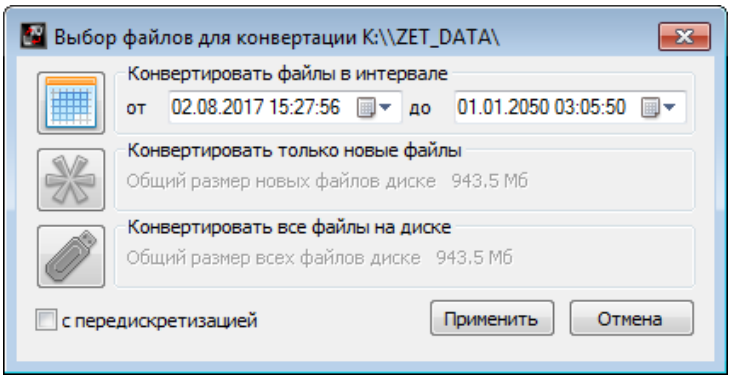

Рис. 5.10 Программа конвертации файлов
4. На компьютере автоматически запустится программа «Выбор файлов для конвертации с диска». Данная программа предназначена для копирования и конвертации файлов с карты памяти анализатора на компьютер (Рис. 5.10).